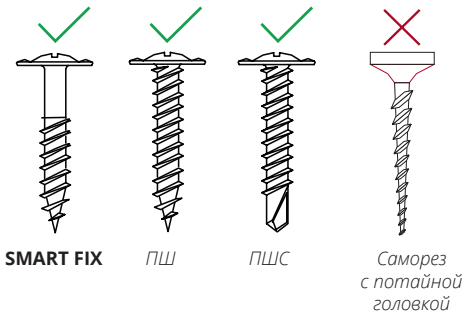

*Рисунок 1*
- для деревянной обрешетки рекомендуется использовать саморезы Smart Fix 4.2x25 (№1, рис.1). Допускается использование саморезов ПШ (№2, рис.1).
**Запрещено** использовать саморезы с потайной головкой (рис. 1).